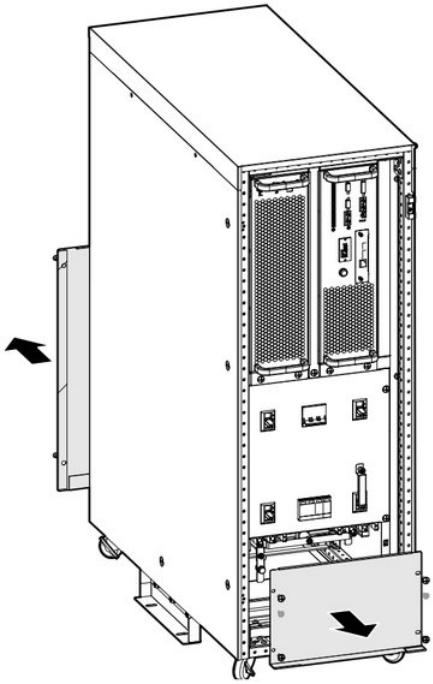

FIGURA 3-28 Rimozione della piastra di copertura dei collegamenti
1. Aprire la porta frontale dell'UPS e rimuovere le piastre di copertura dei collegamenti anteriore e posteriore, come mostrato nella Figura 3-28.